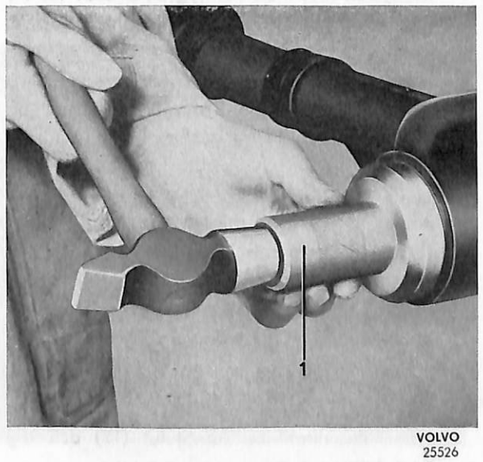
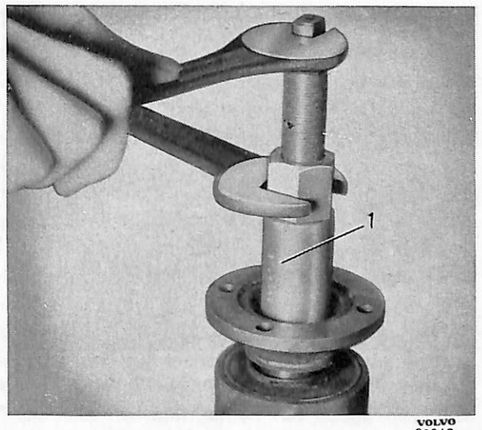

Bild 8. Mont. av tätningsring.
Bild 9. Mont. av medbringare.
3. Lägg i ny papperspackning och montera den nya tätningsringen med dorn SVO 2410, bild 8.
4. Pressa på medbringaren med hjälp av verktyg SVO 2304 (5/8"—18 gänga) eller SVO 4049 (18×1,5 mm gänga), se bild 9.
8. Montera plåtbricka (19) och tätningsring (20) med packning. För tätningsringen användes verktyg SVO 2410, se bild 8. Därefter pressas medbringaren på med hjälp av pressverktyget, se bild 9. Montera bricka (24) och mutter (22), vilken skall dragas med det moment som är angivet i specifikationerna.